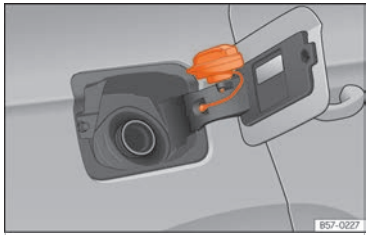

Fig. 188 Tapa del dipòsit amb el tap encaixat.
- Poseu-lo en l'espai que hi ha a la frontissa de la tapa oberta ››› fig. 188.